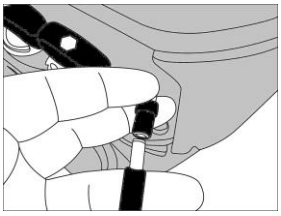

Fig 7
- Branchez la vanne de regulation avec l'adaptateur. Ensuite, branchez l'adaptateur pour mettre l'appareil en marche **(fig 7)**.